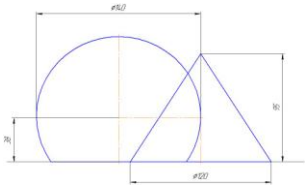

Рисунок 3 – Пересечение конуса и сферы
10. Построить горизонтальную и фронтальную проекции конуса и сферы (рисунок 3). Определить линию пересечения данных фигур.